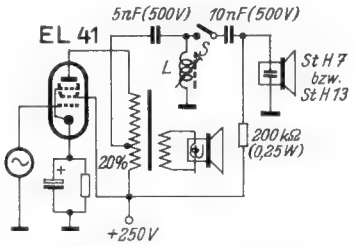
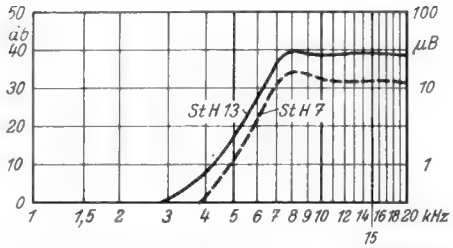

Bild 6. LC-Ankopplung der statischen Lautsprecher von Isophon
Bild 7. Schalldruckkurve bei LC-Ankopplung, Mikrofonabstand 1 m
a. **LC-Ankopplung (Bild 6):** Die Tonfrequenzspannung wird einer Anzapfung der Primärspule des Ausgangsübertragers entnommen, die windungszahlmäßig bei 20 % liegt, vom Spannungszuführpunkt aus gerechnet. Die Induktivität der Spule L muß beim System St H 13 (13 cm ⌀) etwa 42 mH und beim System St H 7 (7 cm ⌀) etwa 72 mH betragen. Am besten eignet sich eine Spule mit verschiebbarem Eisenkern, wie sie für die 9-kHz-Sperre verwendet wird. Der Abgleich erfolgt bei 7,5 bis 8 kHz auf Spannungsmaximum an der Spule durch Drehen des Kerns. Die Güte der Spule muß gering sein; ihr Gleichstromwiderstand soll etwa 180 Ω betragen; liegt er darunter, so stellt sich eine störende Resonanzüberhöhung ein. Unter Umständen empfiehlt sich eine Bedämpfung mit Parallelwiderständen. Der Schalter S ermöglicht das Abschalten des Hochtonzusatzes, etwa bei AM-Empfang in Endstellung des Hochtonreglers. Bei Aufnahme der Schalldruckkurve **(Bild 7)** war der Tieftonlautsprecher durch einen Widerstand ersetzt worden, wobei die Endröhre genau 1 Watt Sprechleistung an diesen Widerstand abgab.